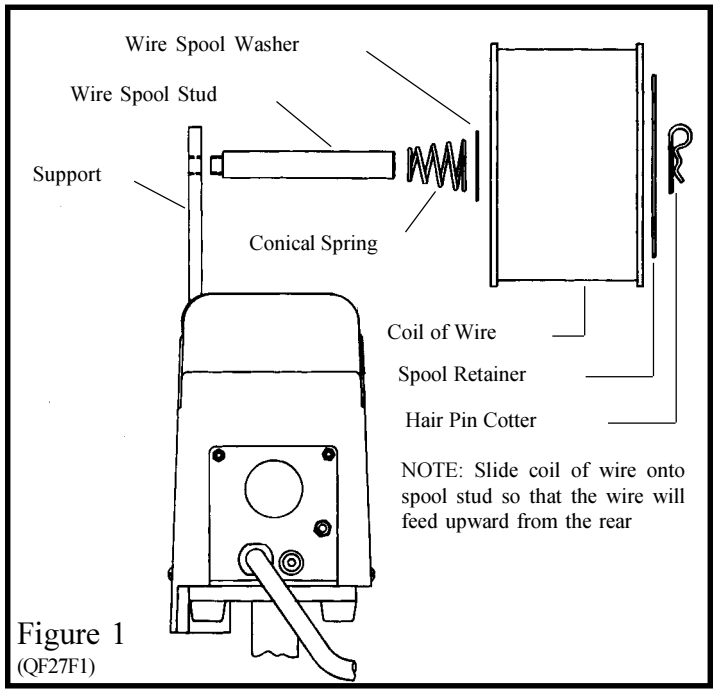

Figure 1
ASSEMBLY (FIGURES 1,2,3)
1. Clamp the Bindery Mate to a table or bench (see "Mounting" page 3). Assemble per figure 1.